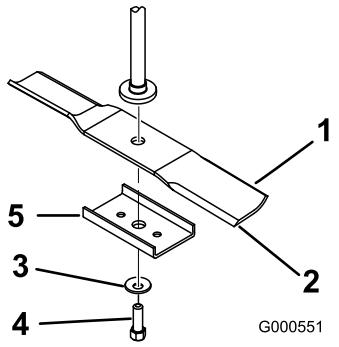

Figur 54
2. Avlägsna knivskruven, den böjda brickan, knivförstärkningen och kniven från spindelaxeln (Figur 54).
1. Montera kniven på spindelaxeln (Figur 54).
2. Montera knivförstärkningen, den böjda brickan (böjda sidan mot kniven) och knivskruven (Figur 54).